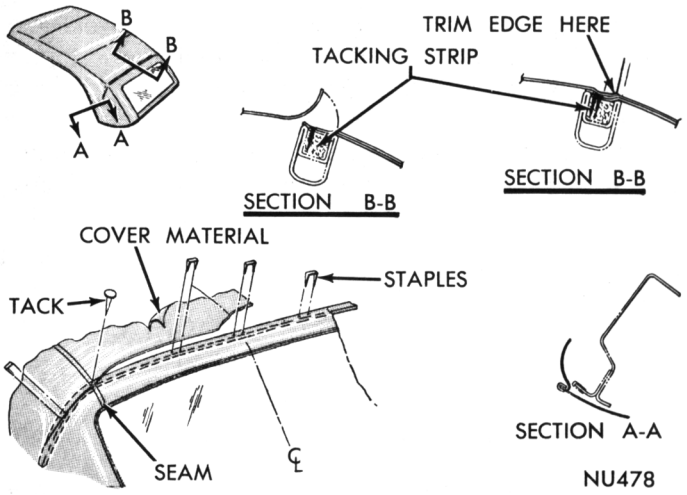

Fig. 18—Tacking Cover at No. 3 Roof Bow
(8) Tack covers in position at corner and bead area only. Space tacks approximately one half inch apart.
(9) With cover in position at quarter panel and center line marks in alignment, tack cover to corner and bead area of roof bow only (Fig. 18).
(10) Repeat steps 7, 8 and 9 on opposite side.
(11) Connect cover cables and brackets, lock header in place and inspect fit of cover at rear bow and top header.
(12) Raise top to one half open position and apply a bead of rope type sealer to back of rear roof rail weatherstrip retainers.
(13) Apply cement to rear roof rail and between rear curtain and top cover at area where they fit on roof rail and position on rear pillar.
(14) Position weatherstrip retainers on roof rails and using a sharp pointed tool align screw holes in curtain and cover material with holes in roof rails. On new covers use tool to make holes in cover.
(15) Install retainer screws and weatherstrips. Raise top completely and lock into position.
(16) Open and close both front doors several times and inspect fit of cover in relation to top of door glass and vent wings. Should either vent wing or door glass contact beading on edge of cover on one side, the cover may be loosened at the header and moved slightly toward the opposite side until clearance is obtained. Should contact at both doors be made, it will be necessary to build up cover pads on both sides to eliminate interference.
(17) While keeping center line of cover and header in alignment, tack one half of cover to the header.